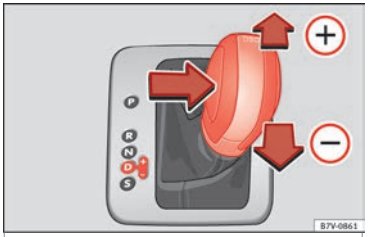

Afb. 203 Keuzehendel in Tiptronic-stand (wagens met stuurwiel aan linkerzijde). In wagens met het stuurwiel aan de rechterzijde zit alles in spiegelbeeld.
- Druk de keuzehendel naar voren (+) of naar achteren (−) om op of terug te schakelen ››› afb. 203.